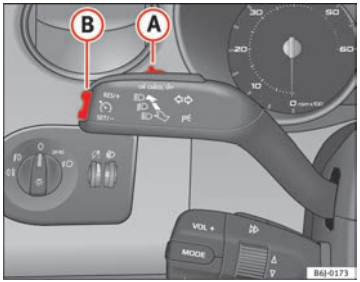

Fig. 104 Palanca de intermitentes y de luz de carretera: mando y tecla basculante para el regulador de velocidad
– Mueva el mando ⇒ fig. 104 (A) hacia la izquierda hasta la posición **ON**.